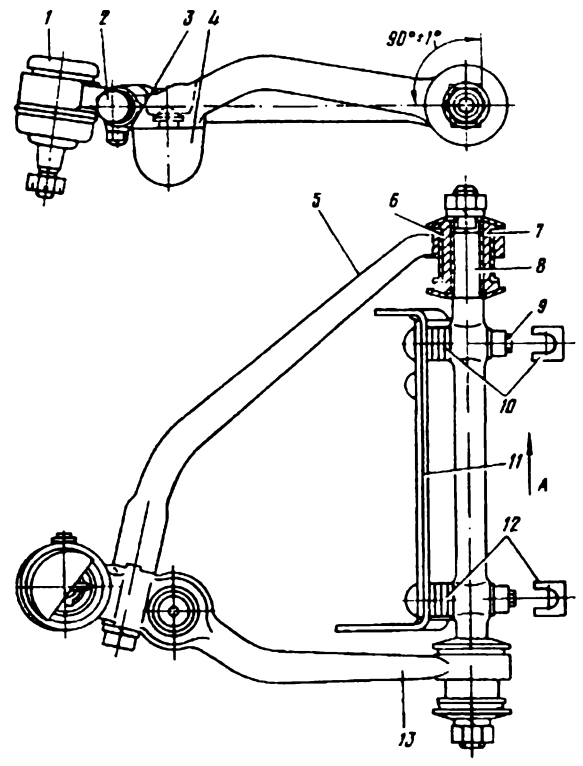

Рис. 141. Верхние рычаги передней подвески:
Верхние рычаги подвески (рис. 141) своими внутренними концами соединены резиновыми втулками с осью. Оси качания верхних и нижних рычагов сделаны непараллельными, что выполнено с целью уменьшения „клевка" автомобиля при торможении. Угол наклона оси верхних рычагов составляет 10°, передний конец оси поднят по отношению к заднему. Наружный конец переднего верхнего рычага крепится к заднему болтом *2*, имеющим специальную самотормозящую резьбу с углом профиля 150°. В наружный конец заднего верхнего рычага запрессован шаровой шарнир *1*. В средней части заднего рычага закреплены резиновый буфер *4* и ограничитель *3* хода подвески.
Регулировка развала и наклона шкворней осуществляется изменением количества регулировочных прокладок *10* и *12* (см. рис. 141) в местах крепления оси верхних рычагов к кронштейну рамы. Изменение количества прокладок *10* и *12* на равное число влияет только на развал колес. При удалении по одной прокладке (толщиной 2 мм) развал колеса увеличивается приблизительно на 0°25′.
2. Ослабьте гайки болтов крепления осей верхних рычагов для освобождения регулировочных прокладок *10* и *12* (см. рис. 141).